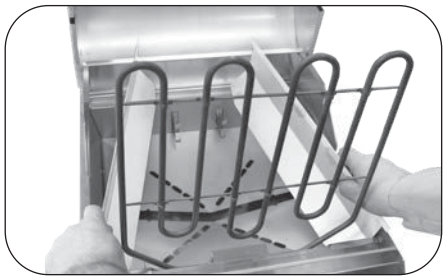

**Fig. 22-3** Remove side liners
4. Lift the two side liners up and out (Fig. 22-3).